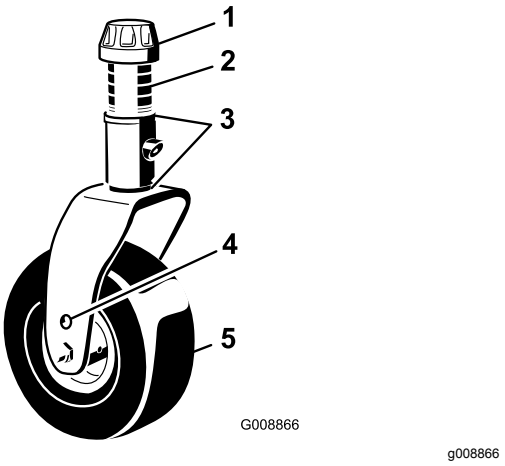

Figuur 107
1. Verwijder het klemkapje van de spilas en schuif de as uit de zwenkwielarm (Figuur 107).